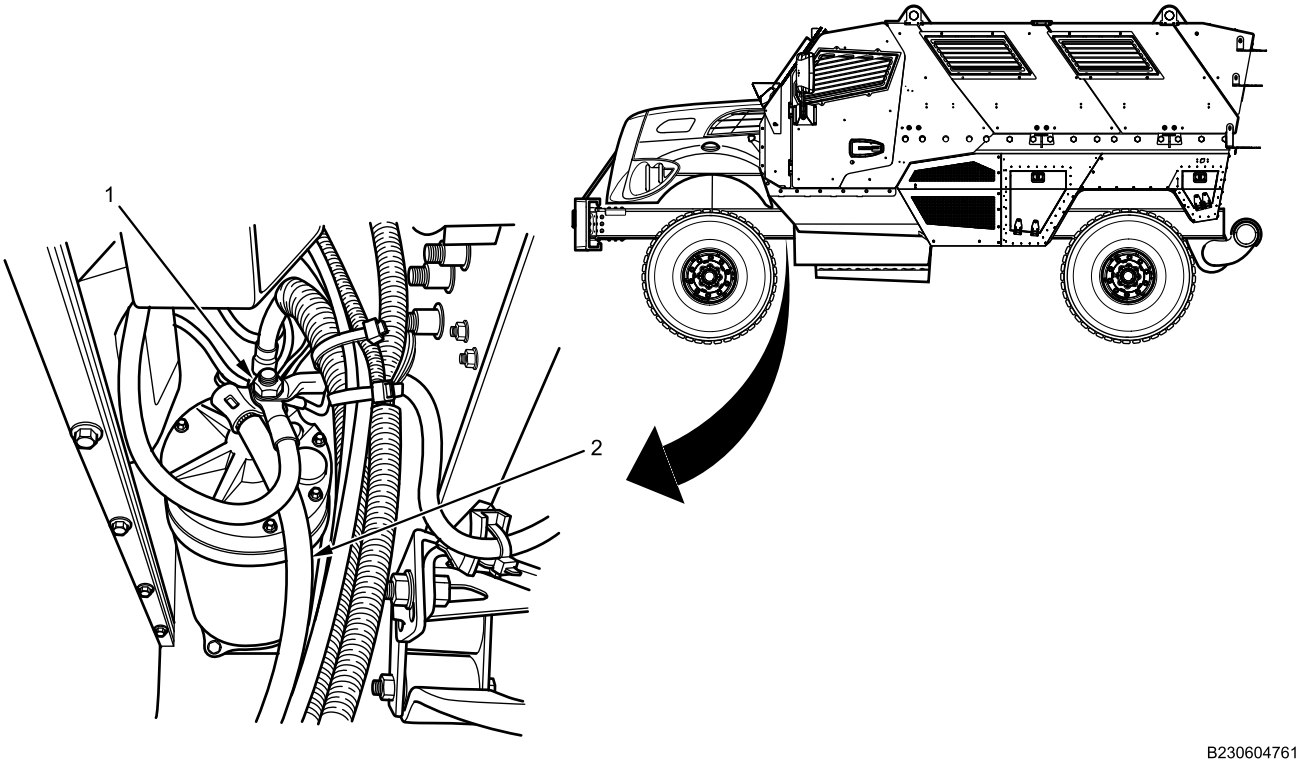

Figure 1. Starter Ground Cable Removal.
1. Remove nut (Figure 1, Item 1), lockwasher, and ground cable (Figure 1, Item 2) from starter. Discard lockwasher.